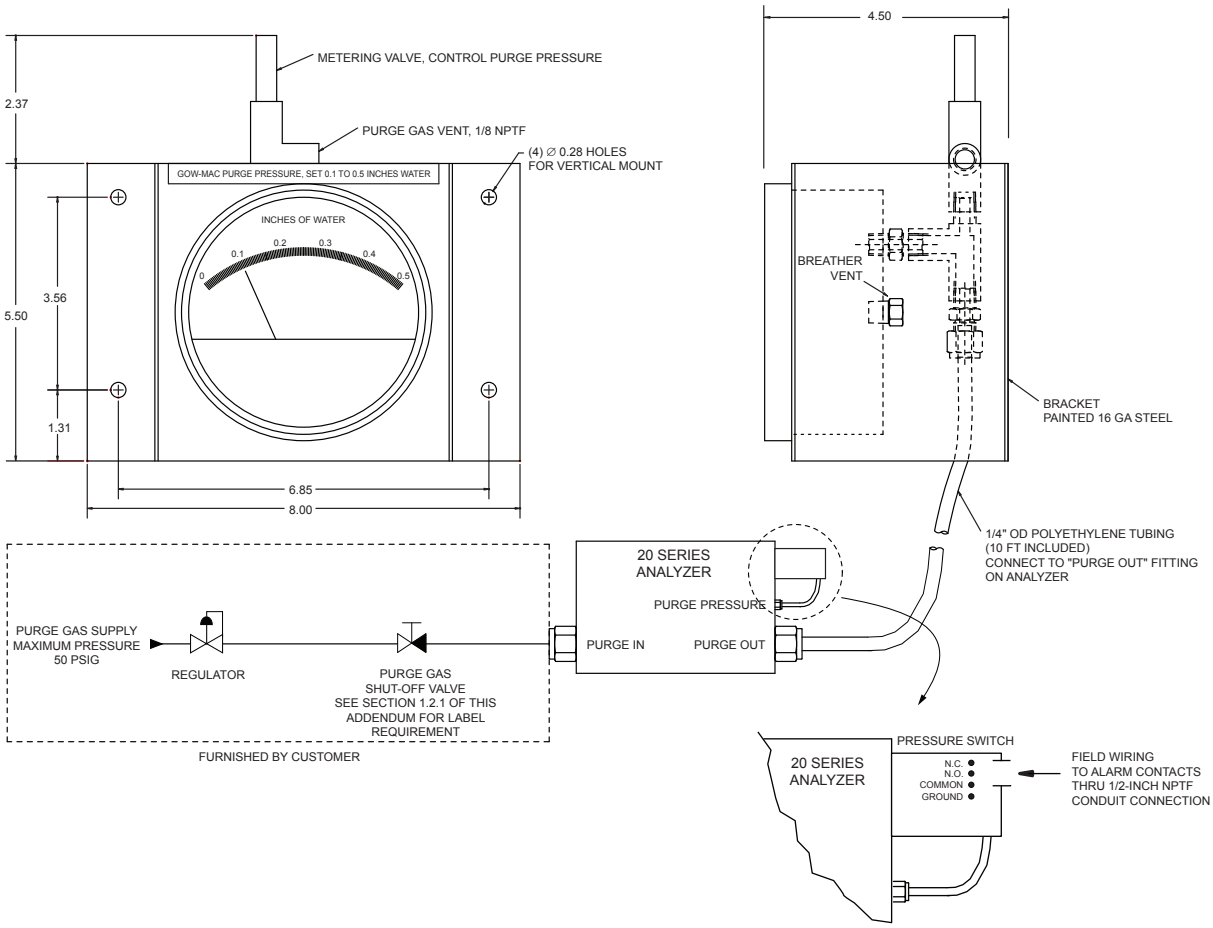

Figure A-2: Installation
1.1 The purge gas may be compressed air if it has been filtered for moisture, oil, and particles. Unfiltered compressed air may contain contaminants that will damage the instrument electronics. The purge gas supply should include a pressure regulator with 0-60 psi output and a shut-off valve (refer to Figure A-2).